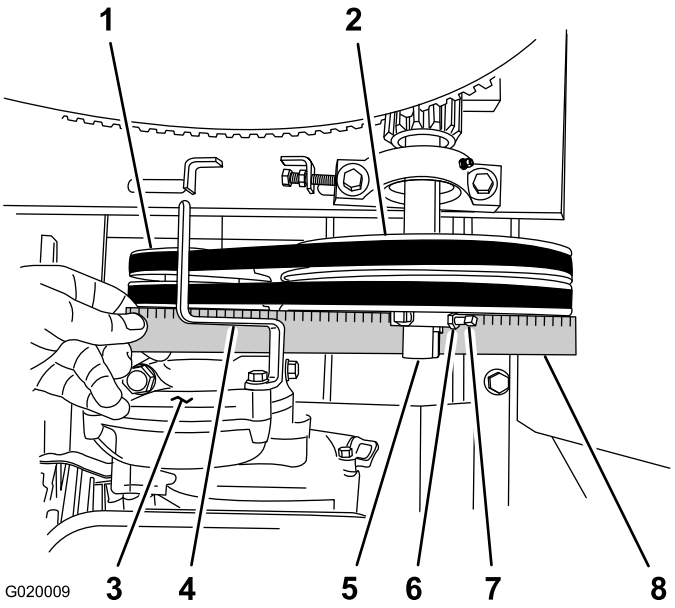

Figure 70
D. Placez une règle droite en travers de la poulie de moteur et de la poulie de tension (Figure 70).
E. Au besoin, faites pivoter le moteur sur le plancher moteur jusqu'à ce que la poulie de moteur et la poulie de tension soient alignées sur la règle droite (Figure 70).